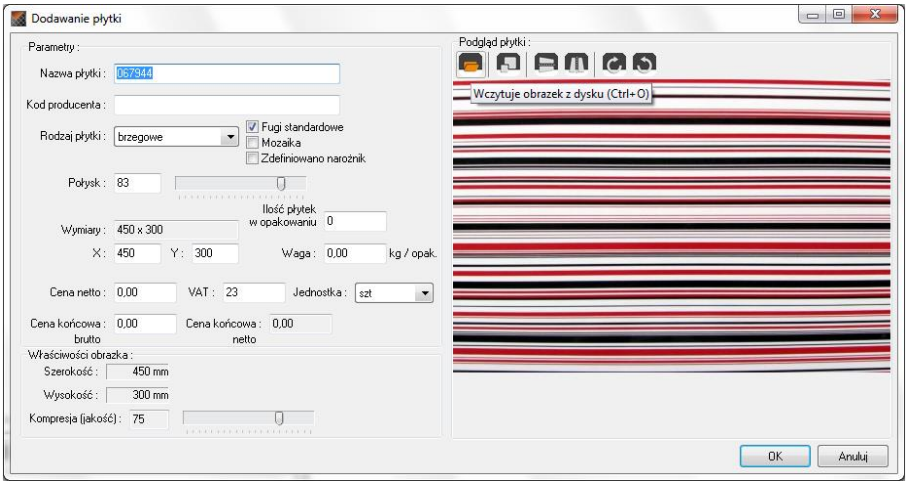

Rys. 4 – dodawanie nowej płytki do bazy użytkownika
- **„Dodaj nową płytkę do wybranej kolekcji”** – dodaje nowe płytki **do bazy użytkownika** (**CTRL + N**) (po wybraniu tej ikony otwiera się nowe okno, w którym należy uzupełnić niezbędne dane) (Rys. 4).